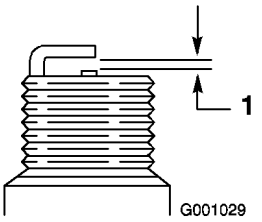

Figur 53
4. Justera elektrodgapet till 0,76 mm (Figur 53).